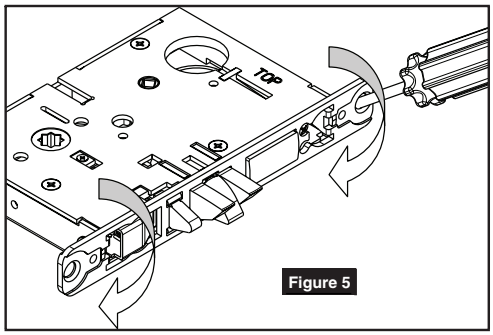

Figure 5
5. Rotate lock front to match bevel of door as shown. (Figure 5)